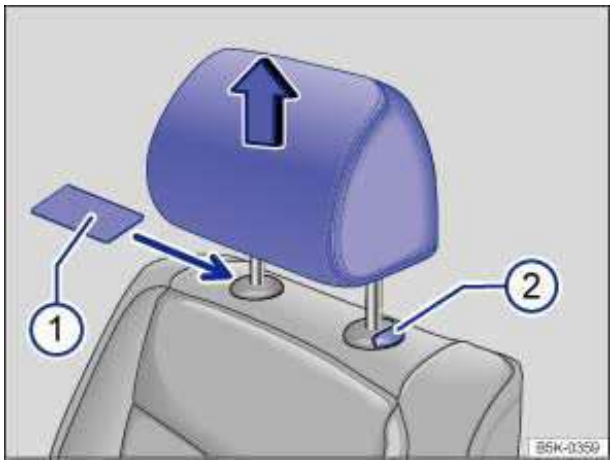

Fig. 35 Removing the head restraints.
- Slide a flat object, such as a plastic credit card, underneath the right side of the cap on the right-hand seat guide rod ⇒ fig. 35 (1) to unlock the head restraint.
- To release the left-hand guide rod, press button (2) in (towards guide rod) and hold.
- Pull the head restraint out completely while holding button (2).